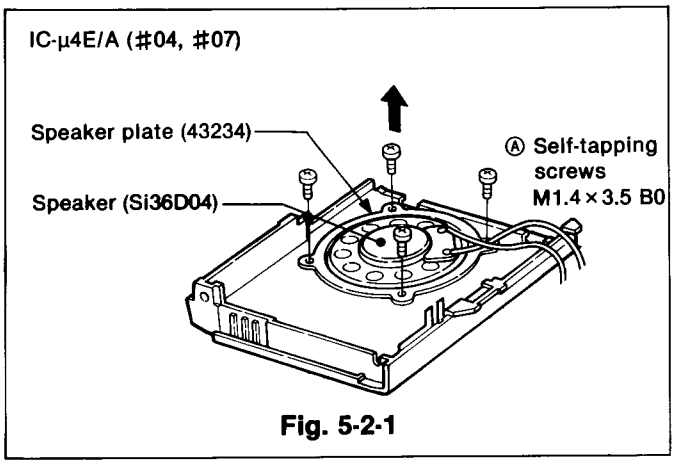
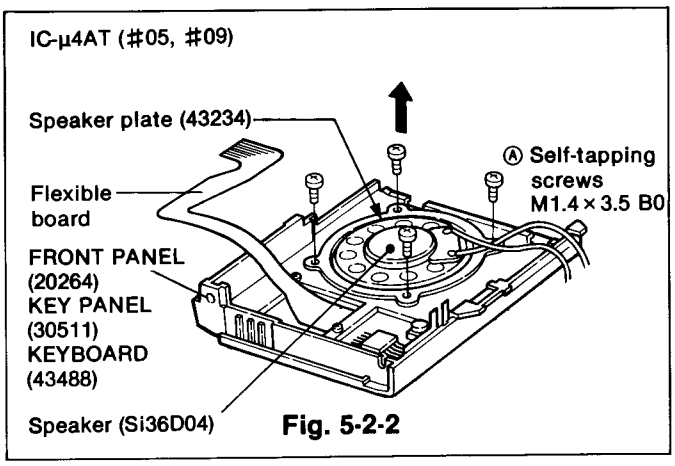

Fig. 5-2-1
Fig. 5-2-2
1. Remove the 4 screws Ⓐ and the speaker plate as shown in Fig. 5-2-1 and Fig. 5-2-2.